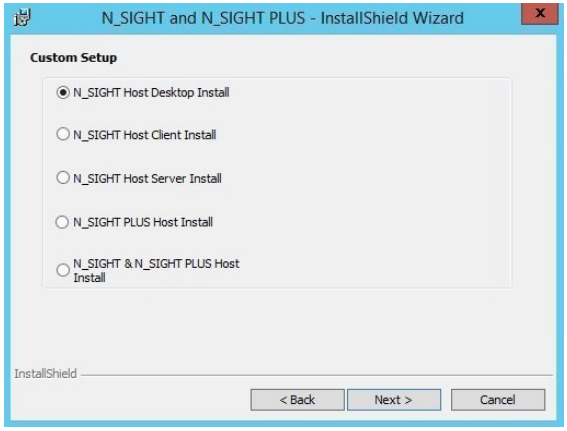

Figure 6.6 – N_SIGHT Software Suite Custom Setup
2. On the Custom Setup Window, select **N_SIGHT Host Desktop Install**. See Figure 6.6 on page 6-6.
2. On the Custom Setup window, select **N_SIGHT Host Server Install.** See Figure 6.6 on page 6-6.